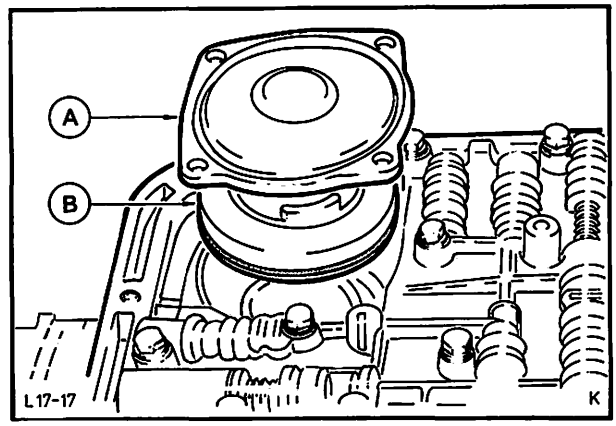

Abb. 42 Hinterer Servo
5. Den hinteren Servo-Deckel gleichmäßig abschrauben (4 Schrauben). Abb. 42. Dichtung mit Servokolben entfernen. Vorsicht Ölaustritt!